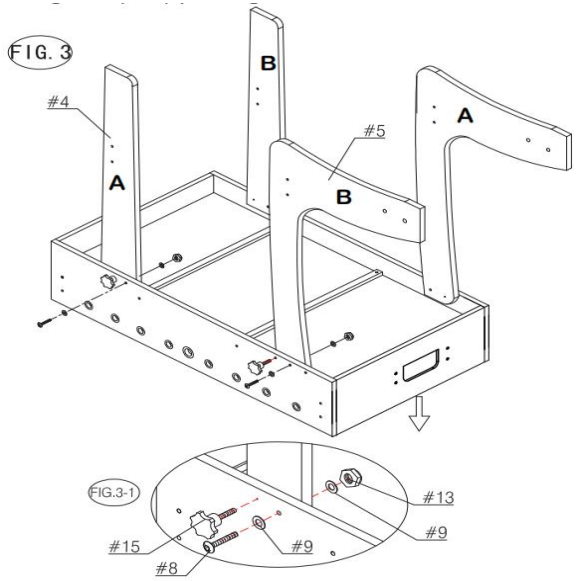

FIG.4.
8) Bevestig de drie EnHeg-beugels (#6) aan de poten (#4 en 5). gebruik Wasmachinekop Scen (#10). Zie FIG.4.